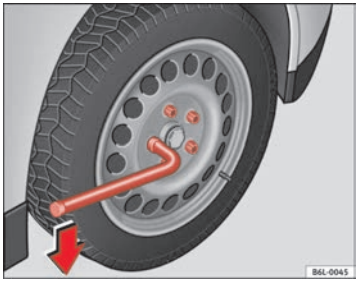

Fig. 125 Cambio de rueda: aflojar los tornillos de rueda
– Agarre la llave por el extremo y gírela aproximadamente una vuelta hacia la **izquierda** ⇒ fig. 125.